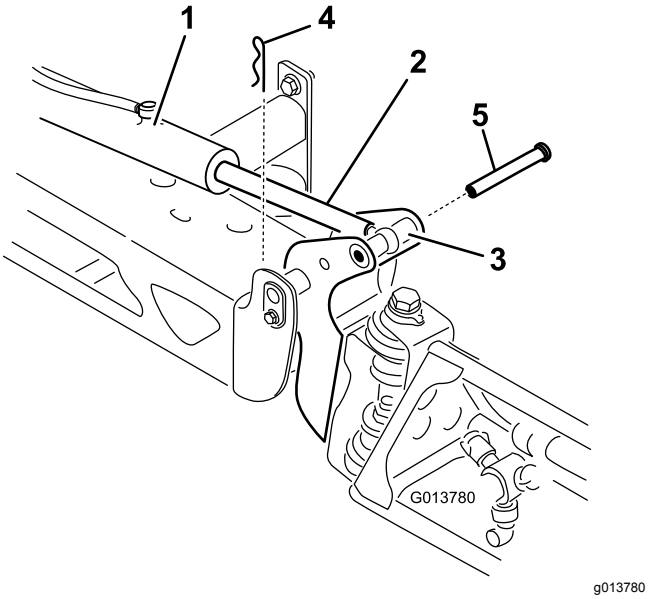

Figur 109
2. Fjern splitten fra drejetappen (Figur 109).
3. Løft op på bommen, fjern splitten (Figur 109), og sænk langsomt bommen ned på jorden.
9. Mens du holder bommen, skal du føre stiften gennem bommens drejetap og aktuatorstangen (Figur 109).